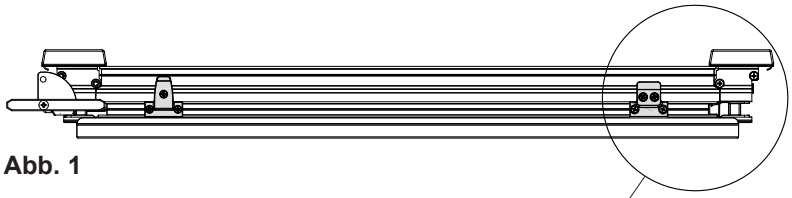

Abb. 1
2. Schrauben Sie auf der Ober- und Unterseite dieses Flügels die Zweiwege-Nocken, wie auf Seite 18 beschrieben, an (Abb. 1 + 2).